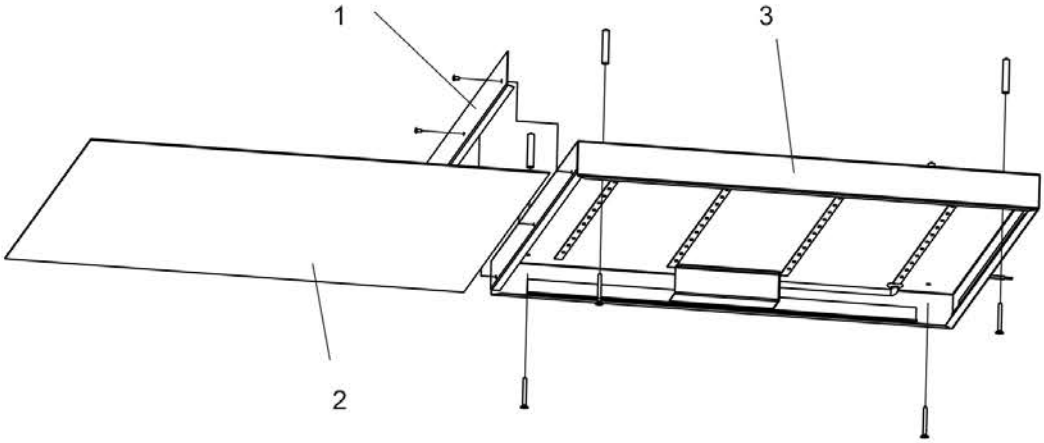

Рисунок 1
4.2.2 Накладной монтаж осуществляется следующим образом (см. рисунок 1):
– открутить 3 винта и снять боковую крышку (1) светодиодной панели;
– извлечь рассеиватель (2);
– закрепить корпус светодиодной панели (3) через имеющиеся отверстия непосредственно на поверхность потолка. Крепёж для накладного монтажа в комплекте не поставляется;
– в обратном порядке установить на корпус светодиодной панели (3) рассеиватель (2);
– установить боковую крышку (1) обратно и зафиксировать винтами.